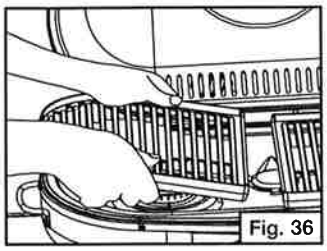

Fig. 36
2. Remove the cooking grates set aside. (Fig. 36)